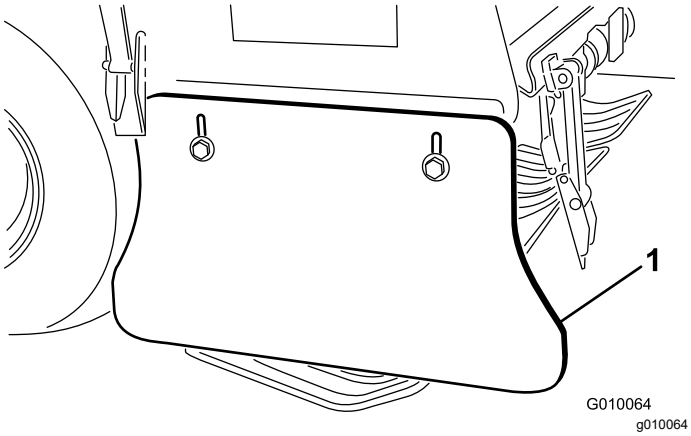

Rysunek 67
2. Poluzuj śruby i nakrętki mocujące osłonę boczną do ramy (Rysunek 67).